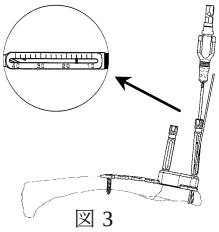

図 3
2) 遠位部に鎖骨遠位端ガイドブロックを取り付け，2.0 ドリルスリーブを装着し，イメージインテンシファイヤー（X 線透視）で確認しながら，2.0 ドリルにてドリリングします．（図 3）